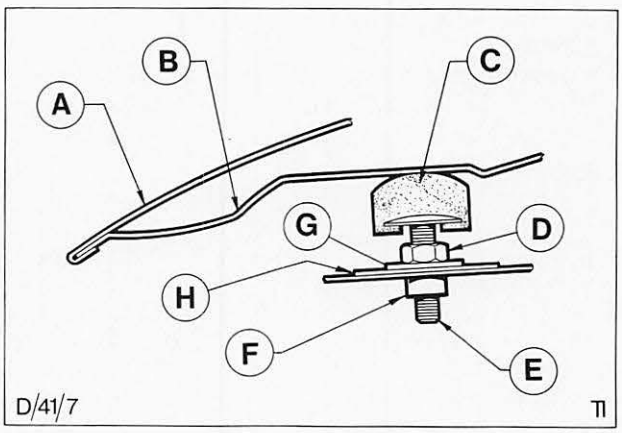

Abb. 32 Gummipuffer – Motorhaubenauflage
1. Motorhaube öffnen, Kontermutter „D" lösen und Gummipuffer „C" aus dem oberen Querträger herausschrauben, Abb. 32.